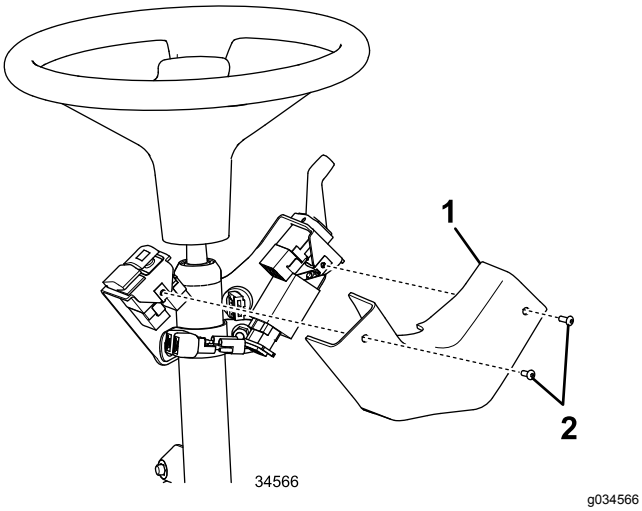

Figura 29
16. Instale la cubierta sobre el conjunto del soporte de la columna con 2 tornillos allen de cabeza de botón, según se muestra en Figura 29.